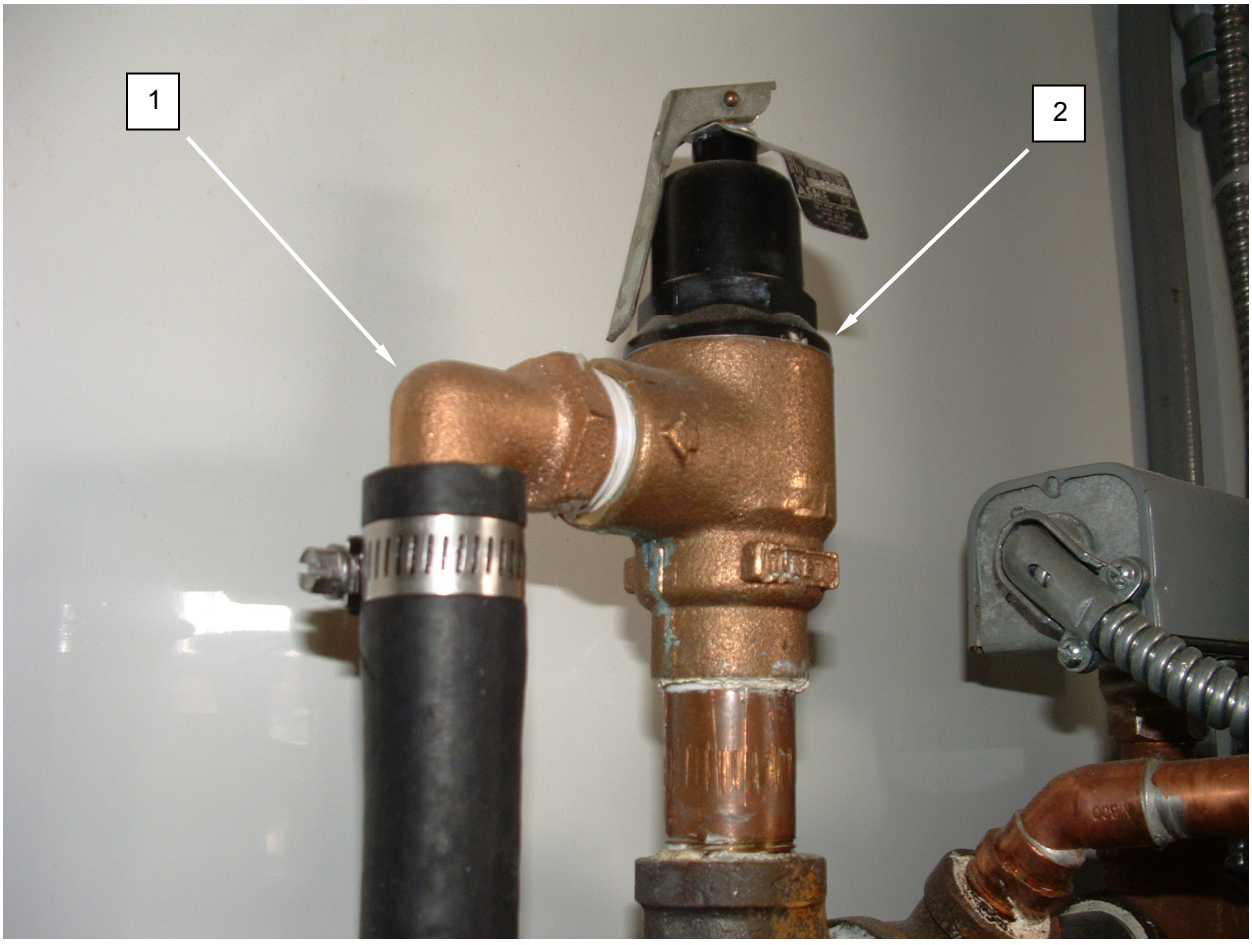

Figure 1. Replace the Pressure Relief Valve.
4. Remove hose barb fitting **(Figure 1, Item 1)** and retain for use with replacement valve **(Figure 1, Item 2)**.
5. Unscrew valve **(Figure 1, Item 2)**.
6. Coat threads of replacement valve **(Figure 1, Item 2)** with pipe sealer compound, and screw valve into place.
7. Install hose barb fitting **(Figure 1, Item 1)**.
8. Ensure valve hose barb fitting **(Figure 1, Item 1)** is positioned correctly, and connect hose.